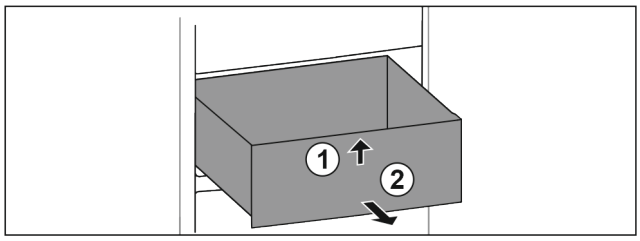

Fig. 138
▶ Lift up drawer at the front. *Fig. 138 (1)*
▶ Remove drawer to the front. *Fig. 138 (2)*